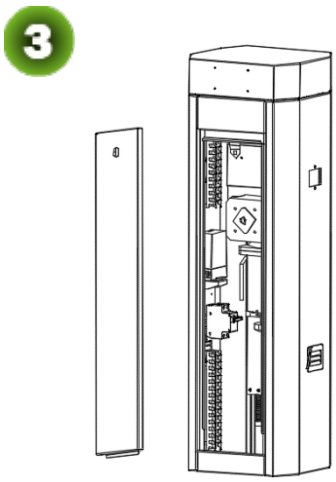

Figure 2-4
3) Open the access door and install the parking barrier, as shown in Figure 2-4.